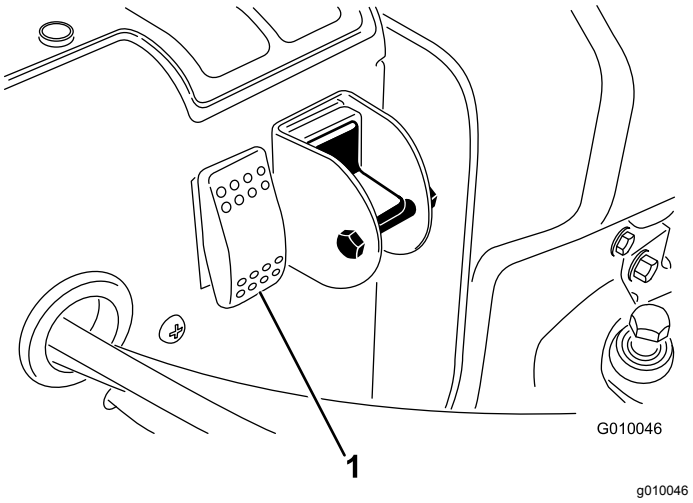

Figur 32
2. Trykk på bryteren på tilbakestilling av systemet (Figur 32).